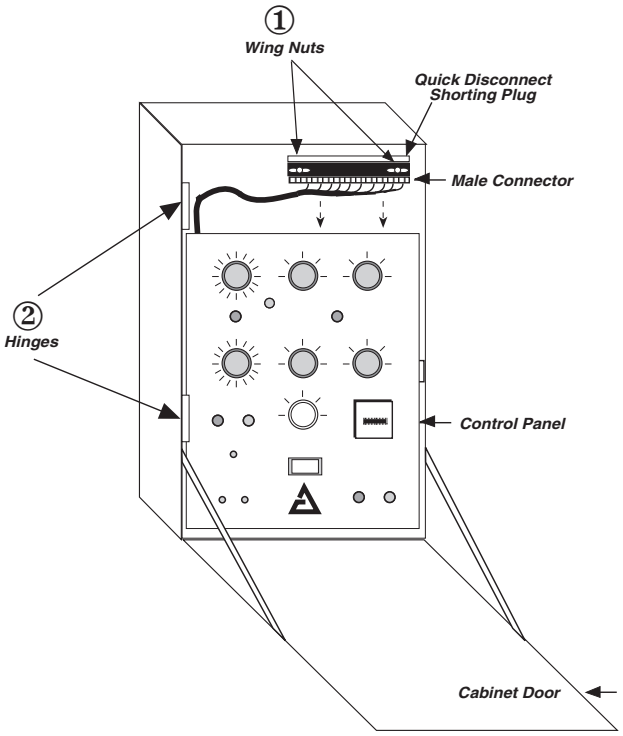

Figure 5-9 Siemens Control in Cabinet
3. Remove and save the wing nuts from the quick disconnect shorting plug (Item #1, Figure 5-9), then pull down on the male connector portion of the plug to disconnect it.
4. Swing the panel outward, then lift the panel off of its hinges (Item #2, Figure 5-9).
3. If the M-6200A Replacement Panel was not purchased with the B-2271-S2 or B-2271-S4 hardware kit, then connect the wiring harness and Jumper to the male connector half saved from the original control (Figure 5-9).
4. Reconnect the male connector to the quick disconnect plug, then reinstall the wing nuts (Item #1, on Figure 5-9).
13. Reconnect the male connector to the quick disconnect plug, then reinstall the wing nuts (Item #1, on Figure 5-9).
14. Reconnect the male connector to the quick disconnect plug, then reinstall the wing nuts (Item #1, on Figure 5-9).